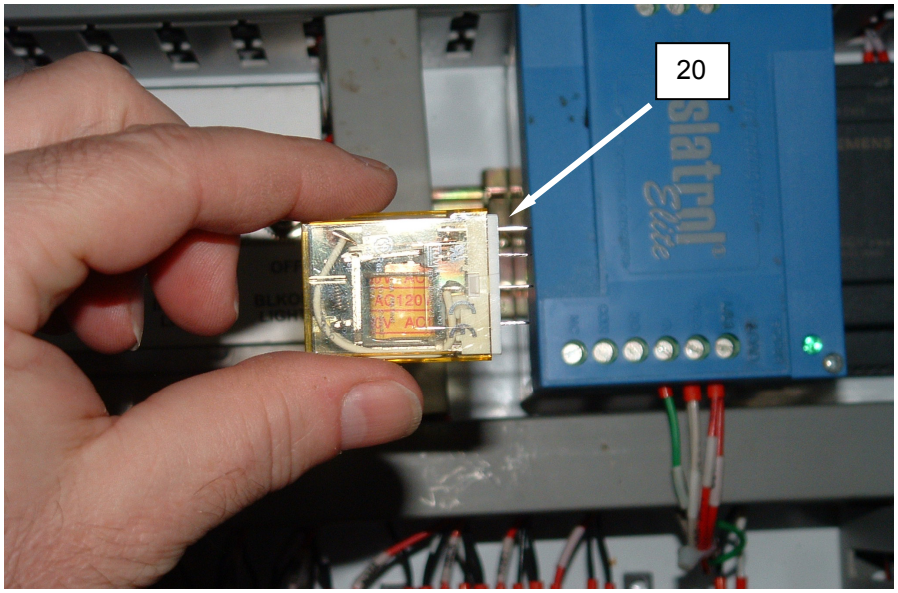

Figure 12. Replace a Control Relay.
3. Locate and remove control relay **(Figure 12, Item 20)**.
4. Install replacement control relay **(Figure 12, Item 20)**. Ensure the replacement relay is firmly seated and securely retained in place by the clamp.